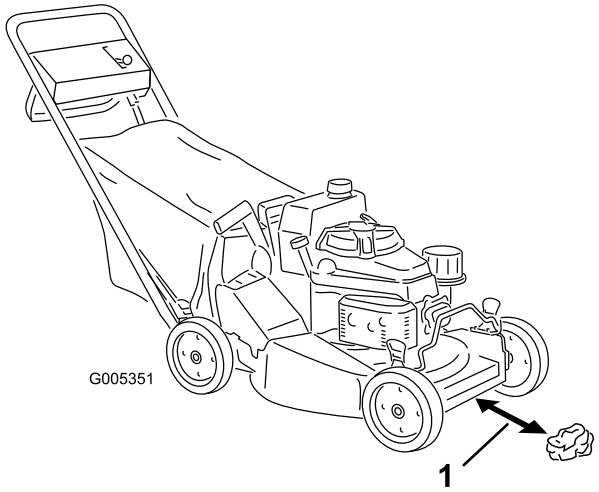
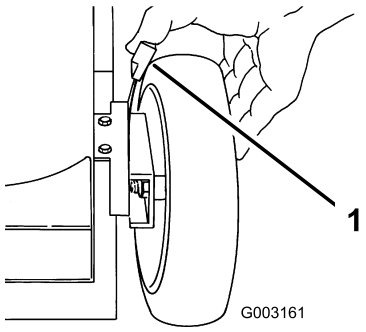

Bild 16
Bild 21
3. Stellen Sie alle vier Räder auf die 64 mm Schnitthöheneinstellung ein (Bild 21).
4. Stellen Sie den Fahrgeschwindigkeitshebel auf die Neutral-Stellung (N).
5. Nehmen Sie eine halbe Seite Zeitungspapier und knüllen es klein genug zusammen, damit es unter das Mähwerk passt (ca. 76 mm Durchmesser), siehe Bild 16.
6. Legen Sie das Zeitungspapierknäuel 12,7 cm vor den Rasenmäher (Bild 16).
A. Legen Sie das Zeitungspapierknäuel 13 cm vor den Rasenmäher (Bild 16).
1. Ziehen Sie den Radhöheneinstellhebel zum Rad (Bild 21) und schieben Sie ihn in die gewünschte Stellung.